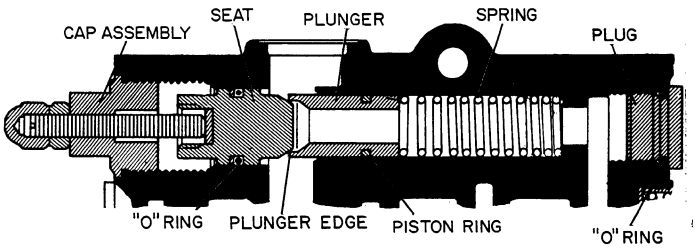

Figure D-40
1. Place a new "O" ring on the relief valve plug and install the plug in the control valve body using a 5/8" wrench, Figure D-40.
2. Install a new piston ring on the relief valve plunger, Figure D-40.
3. Now insert the spring and plunger in the body bore, Figure D-40. Make certain the edge of the plunger is out toward the relief valve seat.
4. Install a new "O" ring on the relief valve seat, Figure D-40.
5. Install the relief valve seat in the valve body and install the relief valve cap assembly, Figure D-40.